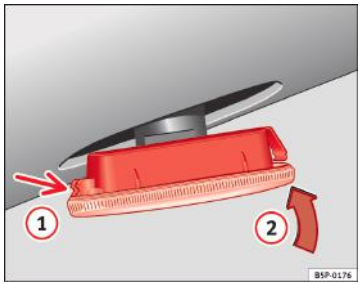

Fig. 173 Lămpile laterale de semnalizare a schimbării direcției
– Mai întâi introduceți lampa de semnalizare a schimbării direcției în deschizătura din caroseria automobilului, fixând-o cu clemele (1) ⇒ fig. 173, apoi presați becul în sensul săgeții (2) ⇒ fig. 173. ■